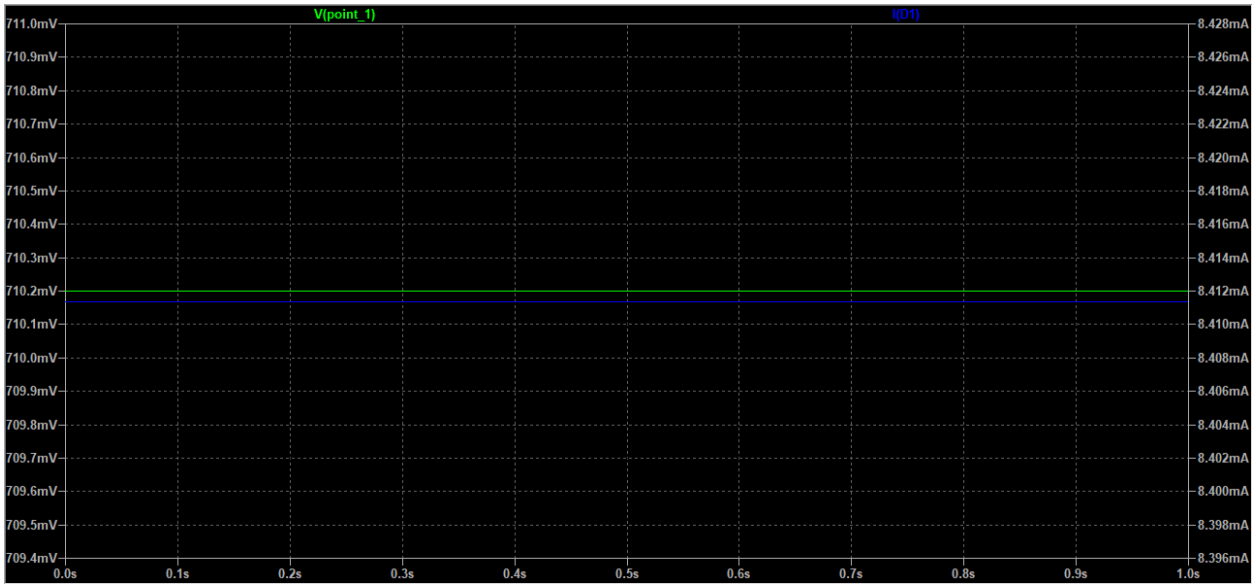

Fig. 11. LTSpice Voltage and Current Through LED
- Next, measure the current through the LED, also known as the limited current from R1. You can measure both things at once, having a plot with one y-axis reading voltage and the other y-axis reading current. The plot you produce should be like Figure 11. Screenshot your plots.